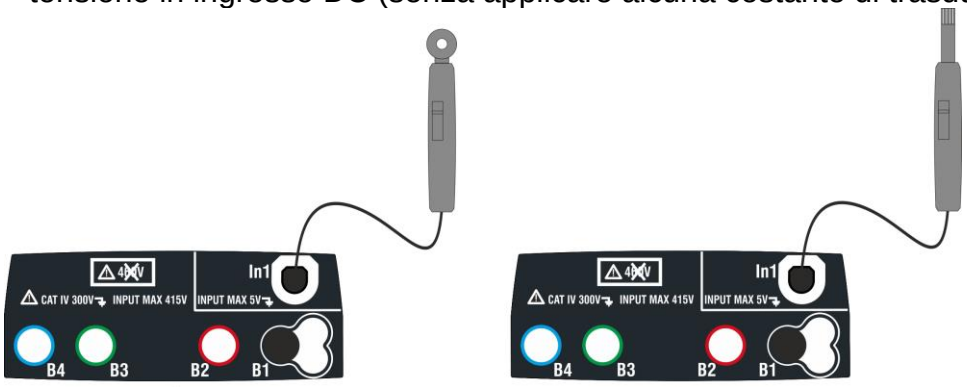

Fig. 33: Misura parametri ambientali con sonde esterne
5. Inserire nell'ingresso ausiliario **In1** il trasduttore necessario alla misura desiderata come mostrato nella Fig. 33